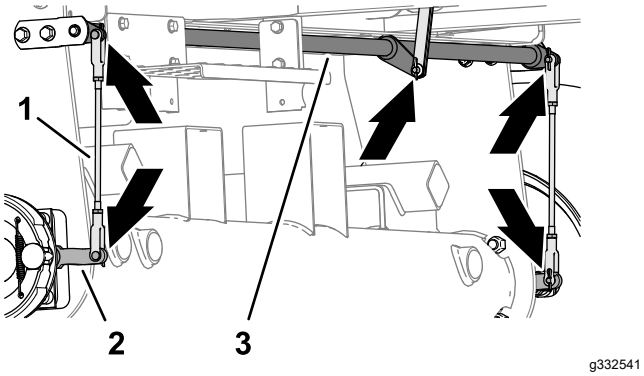

Figur 72
1. Kontrollera om det finns skador eller slitage på den vänstra eller högra bromsstångsenheten (Figur 72).
2. Kontrollera om det finns skador eller slitage på bromsvridaxeln (Figur 72).